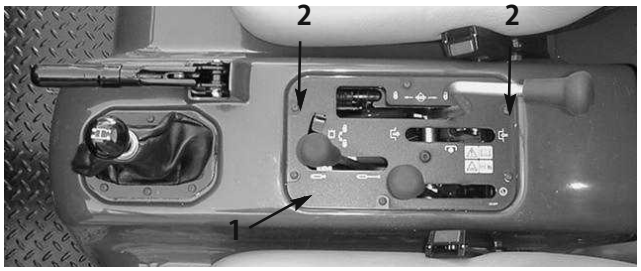

図14
1. ワークマンのダッシュ・パネルの右側をセンター・コンソールに固定しているネジ（前後に 2 つ）を外す（図14）。